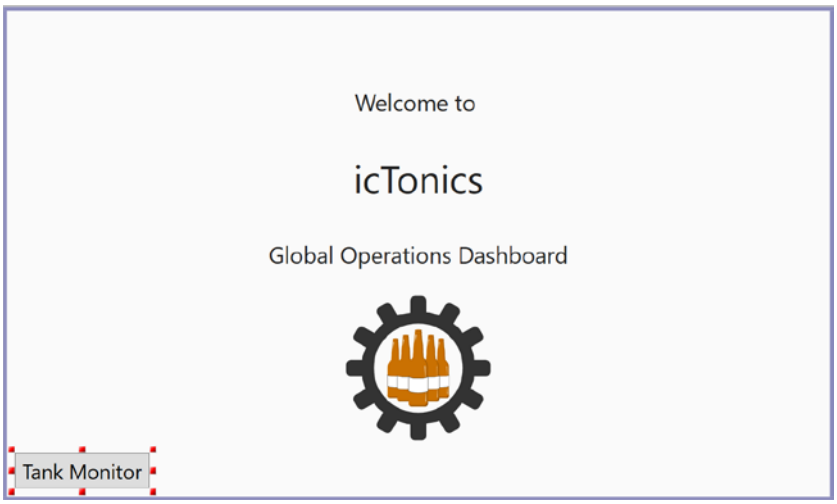

Figure L3B.2 – Completed Homepage Display
11. Confirm that the button is placed in the viewable area in the center part of the display. Your display should now look like Figure L3B.2 below.